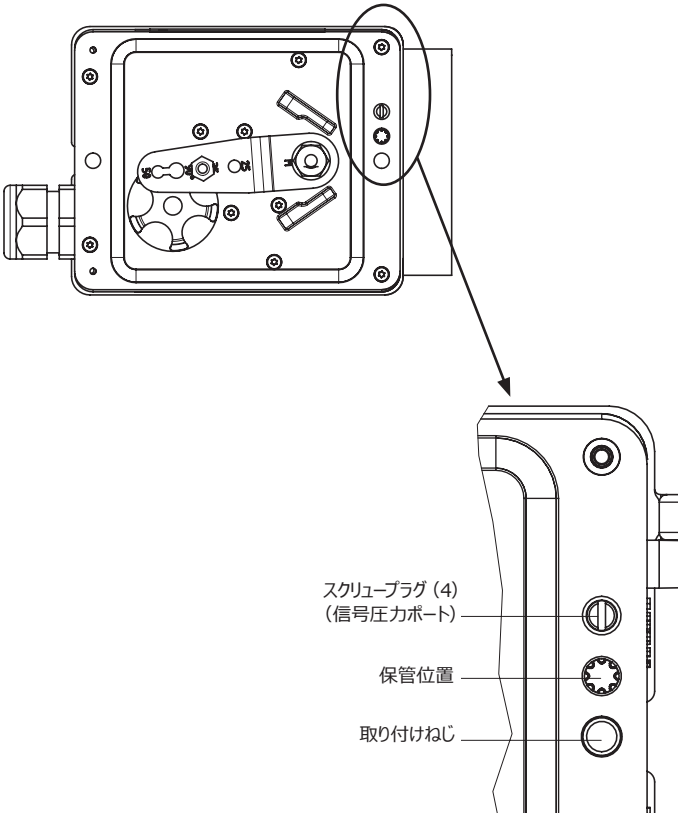

図 8: 信号圧力ポートと、スクリュープラグに対応する保管位置
2. ポジショナの背面にあるスクリュープラグ（4）をその下の穴（保管位置）にねじ込み（図 8 を参照）、コネクティングプレート（6）または圧力計ブラケット（7）の信号圧力出口を、付属品のストッパー（5）でシールします。
電磁弁をアクチュエータに追加で取り付ける場合は、ポジショナ背面にある信号圧力ポートをシールする必要があります (図 8 を参照)。このために、中央の穴 (保管位置) からスクリュープラグを取り外し、信号圧力ポートにねじ込んでシールします。
➔ ポジショナのスクリュープラグを下の穴(保管位置)に通します（31 ページの図 8 を参照）。